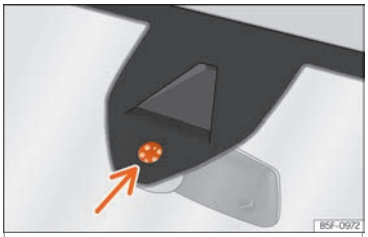

Fig. 138 Superficie sensibile del sensore pioggia
Di seguito sono riportate alcune delle possibili cause di anomalia e di interpretazione scorretta *nella zona della superficie sensibile* ››› fig. 138 del sensore pioggia:
- **Pulire regolarmente la superficie sensibile del sensore pioggia e verificare la presenza di eventuali danni sulle spazzole ››› fig. 138 (freccia).**